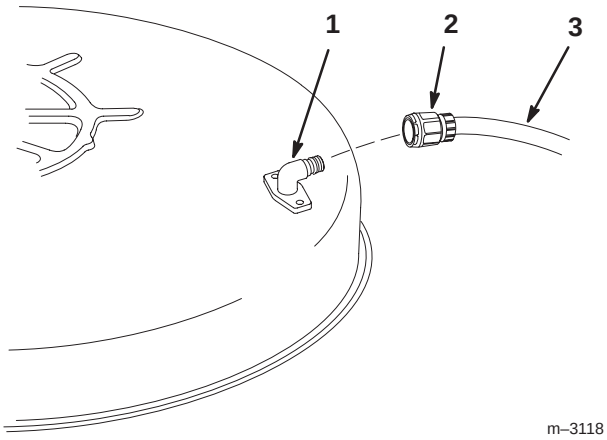

Figure 32
2. Vissez le raccord de lavage à l'embout de lavage du carter de tondeuse et ouvrez l'eau en grand (Fig. 32).